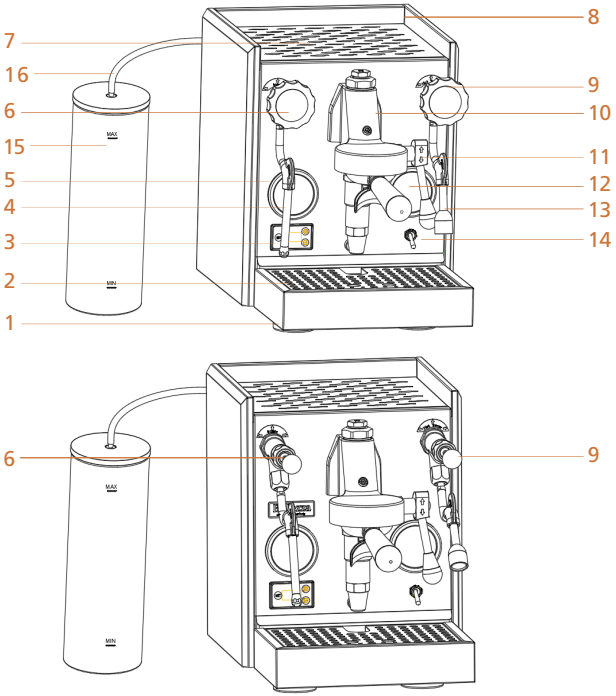

Bild 2: Übersicht: Francesca (oben), Francesca Leva (unten)
1. Öffnen Sie die Abdeckung (Bild 2: 16) und entnehmen Sie den Wassertank.
2. Schalten Sie die Maschine am Ein-/Aus-Schalter (Bild 2: 14) ein.
↳ Das Display (Bild 2: 3) zeigt die aktuelle Kesseltemperatur an. Beim Einschalten der noch kalten Maschine entspricht dies ungefähr der Raumtemperatur.
5. Stellen Sie eine oder zwei Tassen (je nach gewünschtem Bezug) unter den Siebträger und kippen Sie den Bezugshebel (Bild 2: 11) nach oben um ca. 90 °.